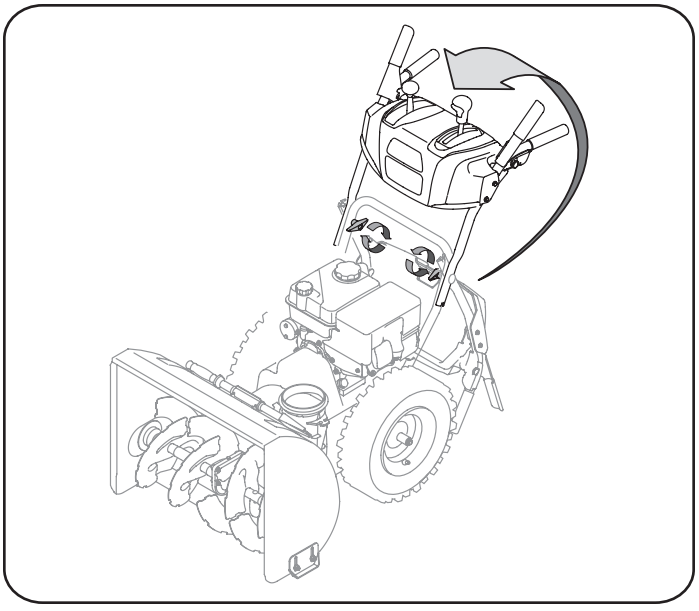

Figure 1
b. Pull up and back on upper handle as shown in Figure 1. As you are raising the handle upward, make sure that both ends of the center cable are positioned properly in the brackets. Align upper handle with the lower handle.
3. Place chute control lever in the centered position. See Figure 1.